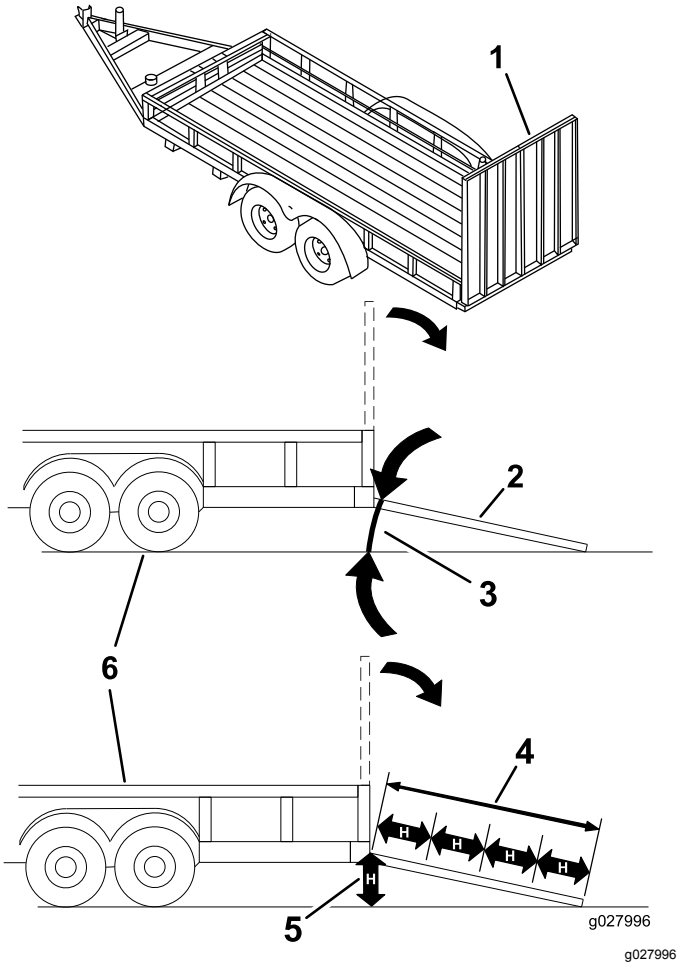

Figure 28
Le chargement de la machine sur une remorque ou un camion augmente le risque de basculement et donc de blessures graves ou mortelles (Figure 28).
3. Abaissez la rampe pour que l'angle avec le sol ne dépasse pas 15 degrés (Figure 28).
1. Abaissez la rampe pour que l'angle avec le sol ne dépasse pas 15 degrés (Figure 28).